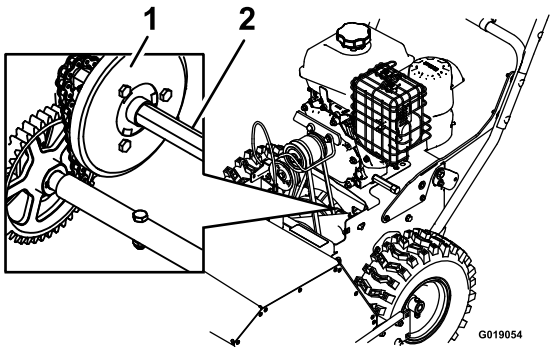

Bild 21
4. Tauchen Sie einen langen, sauberen, schmalen Pinsel in KFZ-Motoröl und fetten Sie die Sechskantwelle leicht ein (Bild 21).
Wichtig: Achten Sie darauf, dass kein Öl auf das Gummirad oder die Aluminium-Abriebplatte gelangt, da der Fahrantrieb sonst rutscht (Bild 21).